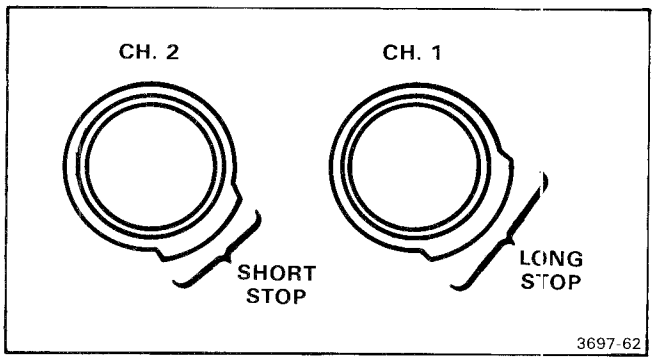

Figure 4-18. Identifying camswitch actuator drums for CH1 and CH2 VOLTS/DIV switches.
4. Install 2 cam actuator drums. Refer to Figure 4-18 to identify CH 1 and CH 2 drums.